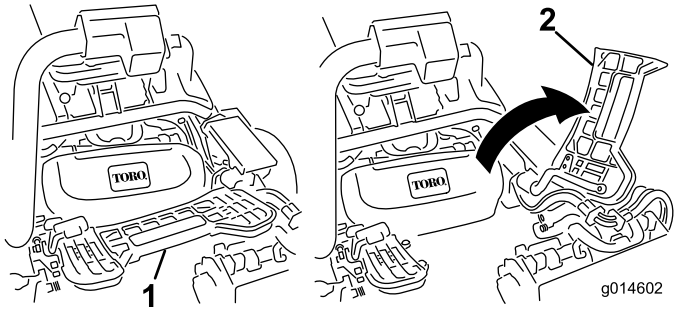

Figuur 10
3. Voor het monteren van het middelste maaidek moet u de voetsteun omhoog klappen zodat u toegang heeft tot de plaats van het middelste maaidek (Figuur 10).